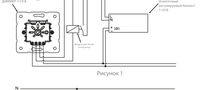
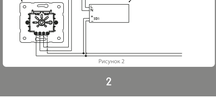

Рисунок 1
Рисунок 2
4- В установочном модуле диммера (5) выполните подсоединение кабеля в соответствии со схемами подключения (Рисунок 1) или (Рисунок 2).
- При нагрузках выше 230 VAC SAX следует применить соединение устройства, как показано на рис.1.
- При нагрузках до 230 VAC SAX следует применить соединение устройства, как показано на рис.2.